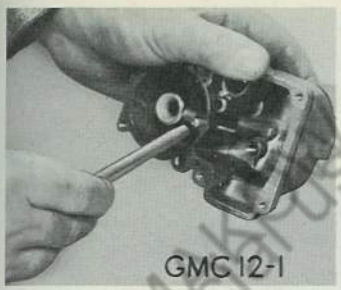

Fig. 11 Removing Well Vent. Tool C161-80
20. Remove well vent (4) with $\frac{3}{16}$" wrench (service tool C161-80) as illustrated in Fig 11.
9. Install well vent (4), using service tool C161-80, as illustrated in Fig. 11, or $\frac{3}{16}$" wrench (no gasket).